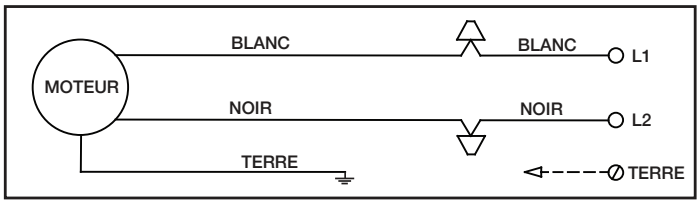

Figure 5
12. Glisser le chapeau supérieur (B) en montant sur la tige pour arriver à 6,3 cm du plafond ou de la poutre, et serrer à fond sa vis de blocage (F).
13. Si une télécommande pour la vitesse ou un commutateur d'inversion sont utilisés, veuillez consulter le Manuel d'instructions venant avec le dispositif de contrôle en question pour son installation et son câblage appropriés. Consultez les Figures 5 et 6 pour une installation et un câblage appropriés.